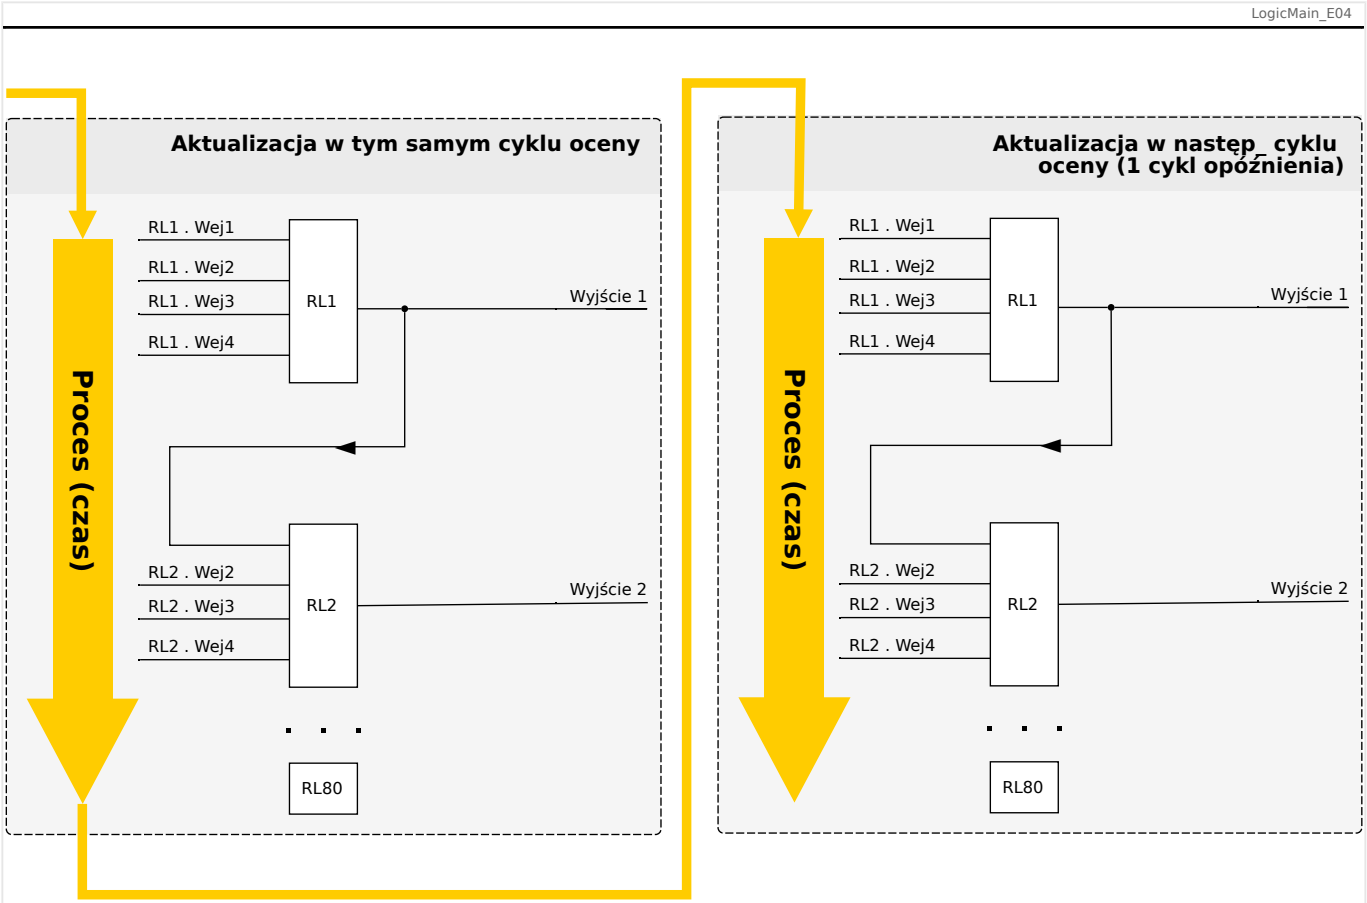
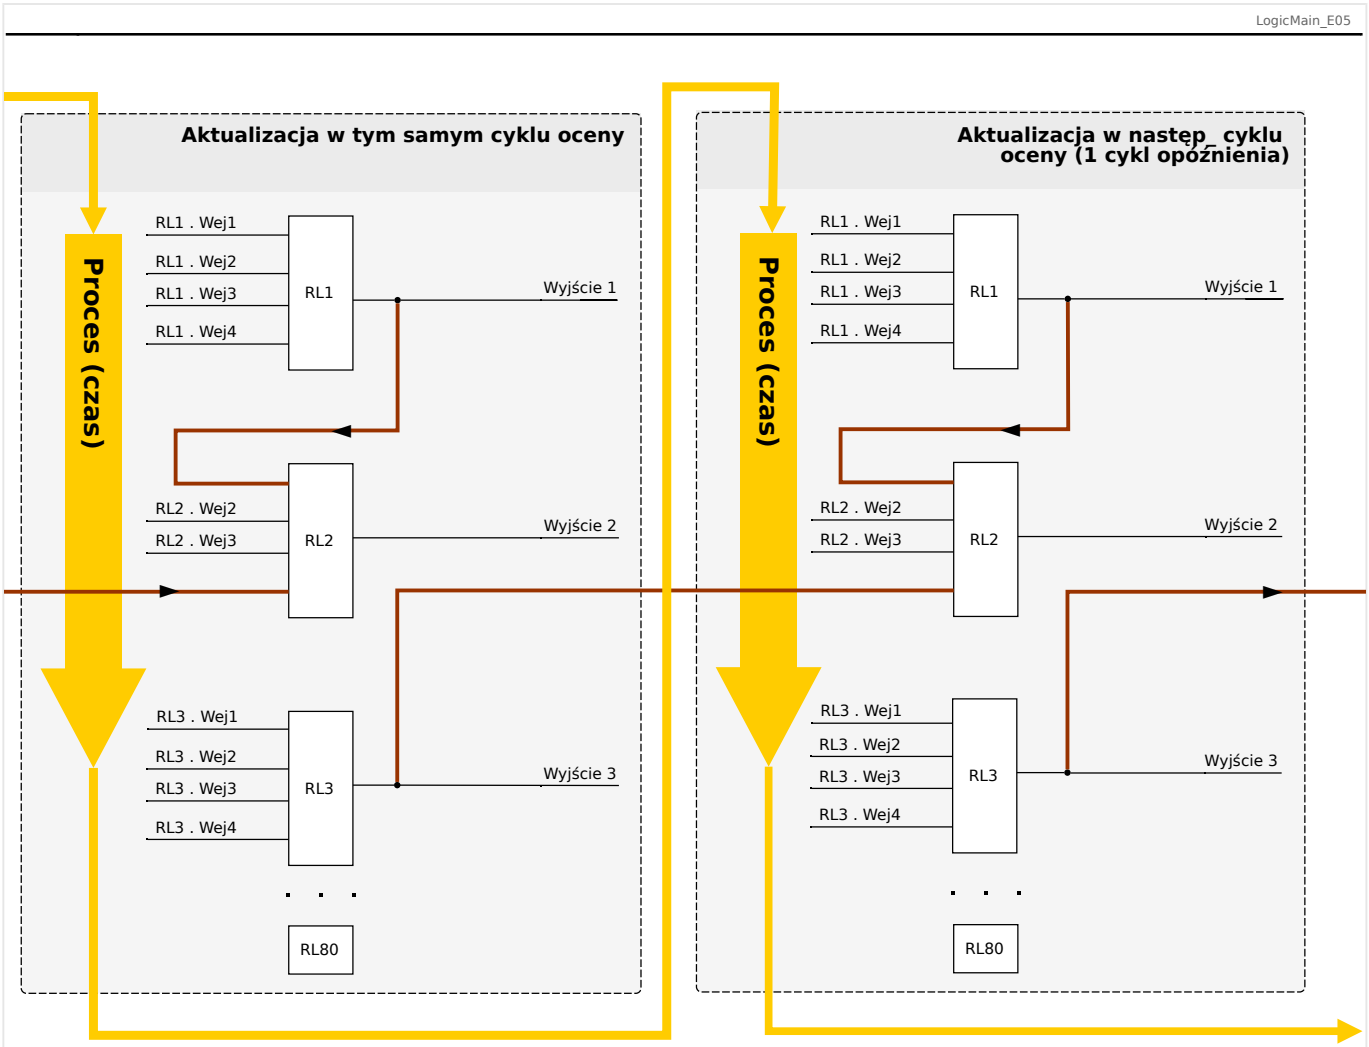

Rys. 133: Ukł. kaskadowy w porządku rosnącym.
Rys. 134: Ukł. kaskadowy w porządku malejącym.
- Kolejność **rosnąca** oznacza, że wyjście danego równania logicznego jest wejściem równania o **wyższym** numerze. Poniższy rysunek ↳▷ Rys. 133 pokazuje przykład, gdzie wynik równania logicznego RL**1** jest używany jako wejście równania logicznego RL**2**.
- Kolejność **malejąca** oznacza, że wyjście danego równania logicznego jest wejściem równania o **niższym** numerze. Rysunek ↳▷ Rys. 134 pokazuje przykład, gdzie wynik równania logicznego RL**3** jest używany jako wejście równania logicznego RL**2**.
Zarówno sekwencje rosnące, jak i malejące mogą być używane i łączone ze sobą bez bezpośrednio dostrzegalnej różnicy. Jednakże ze względu na ocenę wszystkich równań w kolejności rosnącej rzeczywiste wartości czasu pracy podawane na wejście równania mają inny „wiek”, jak pokazano na ↳▷ Rys. 133 i ↳▷ Rys. 134 poniżej.
W przykładzie pokazanym Rys. 134 powyżej „równanie logiczne **2**” wykorzystuje stany wyjściowe dwóch pozostałych równań: „równania logicznego **1**” i „równania logicznego **3**”. Wynik „równania logicznego **1**” jest używany w kolejności rosnącej i dlatego został oceniony w tym samym cyklu procesu. Wynik „równania logicznego **3**” jest wykorzystywany w kolejności malejącej i dlatego został oceniony w poprzednim cyklu procesu.